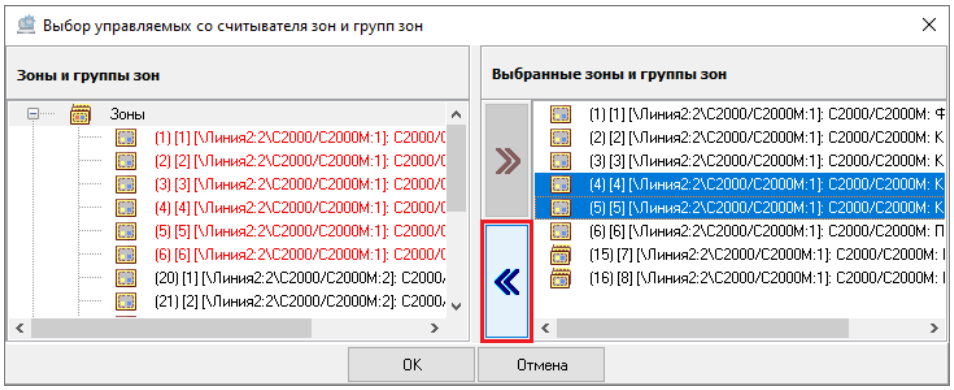

Рисунок 6-409 Отмена привязки к считывателю зон и групп зон кнопкой переноса
- выделите одну или несколько зон/групп зон в поле «Выбранные зоны и группы зон» (для выделения сразу нескольких зон/групп зон нажмите на клавиатуре и удерживайте клавишу <Shift> для выбора диапазона или клавишу <Ctrl> для комбинированного выбора) и нажмите кнопку переноса (см. Рисунок 6-409);